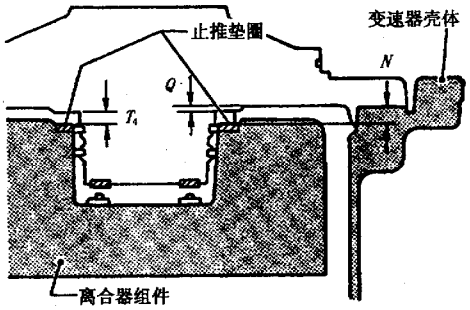

图 9－14－67
(1) 如图 9－14－68 所示，测量 O 和 P 值，然后计算 N 值。
①把止推垫圈放到倒档离合器毂上。